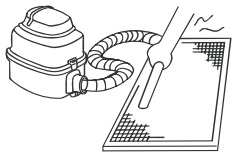
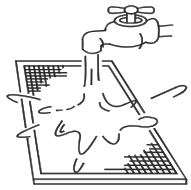

Fig. 4-5
Fig. 4-6
- Il lato di ingresso aria deve essere posizionato verso l'alto quando si usa l'aspirapolvere (riferirsi alla Fig. 4-5) mentre deve essere posizionato verso il basso se si usa l'acqua per il filtro. (Riferirsi alla Fig. 4-6)